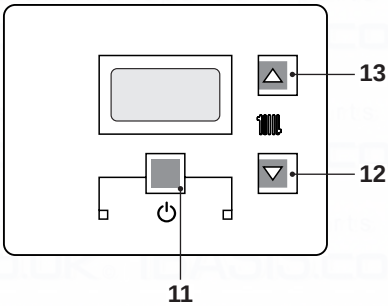
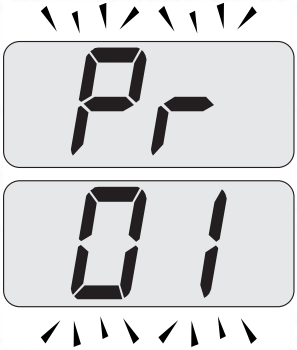
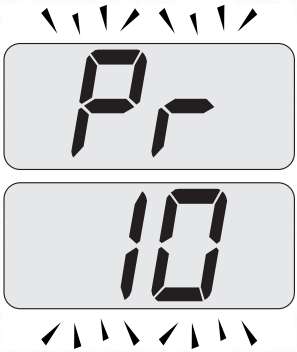

Fig. 7.35
Fig. 7.36
Fig. 7.37
- Enter the "programming mode" by pressing keys 11 - 12 - 13 (Fig. 7.35) for 10 seconds at the same time until the letters **Pr** that alternate with code **01** are displayed on the LCD display, indicating that "parameter 01" (Fig. 7.36) has been activated.
- Scroll the various parameters using keys 12 or 13 until the letters **Pr** that alternate with code **10** are displayed on the LCD display, indicating that "parameter 10" (Fig. 7.37) has been activated.
- Press keys 11 and 13 (Fig. 7.35) at the same time until the value of parameter 10 (30=180 seconds) is displayed on the LCD display (Fig. 7.38).
- By pressing key 11 (Fig. 7.35) confirmation of the inserted value is obtained.
- Press keys 11 and 12 (Fig. 7.35) at the same time to exit without changing the value (return to the parameters list Fig. 7.37).
- Press keys 11 - 12 - 13 (Fig. 7.35) at the same time for 10 seconds to exit the "programming mode".